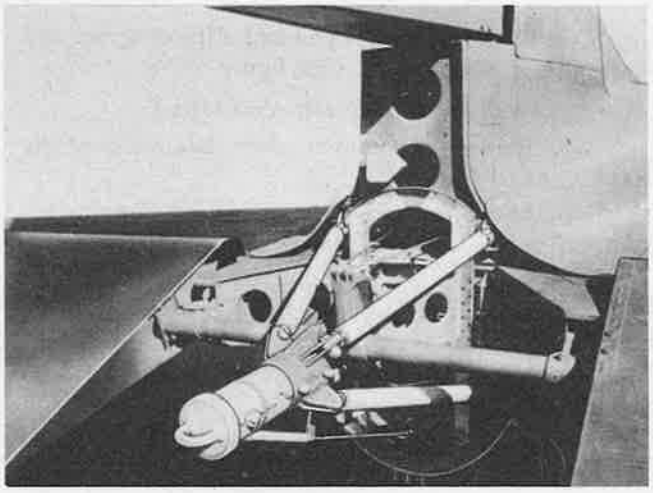

Figure 616—Glider Tow Mechanism
(1) DESCRIPTION.—On some airplanes, a glider tow attachment is installed in the tail cone. The tow consists of a release unit attached by four tube assemblies to heavy support channels which are bolted to the fuselage structure (see figure 616.) Two heavy jaws inside the release unit engage a ring in the glider tow attachment. The jaws are opened by pulling a tee-shaped metal handle marked "GLIDER RELEASE" located on the bulkhead directly in back of the copilot's seat. The handle is attached to a cable that passes through a conduit along the top of the cargo compartment through the entire length of the airplane. The cable attaches to a release lever on the release unit. Tension on the cable pulls the release lever which in turn opens the jaws inside the release unit. This disengages the glider attach fitting which pulls loose from the release unit. On C-47A and early C-47B airplanes only, an indicator, consisting of a metal pin moving through a hex nut is located on the bottom of the release unit approximately 4 inches from the end. This indicator serves to signify the position of the locking device. When the clamping jaws are in the closed position, the pin protrudes from the top of the hex nut. If the jaws are not completely closed the pin will not be visible, thereby warning of insecure attachment.